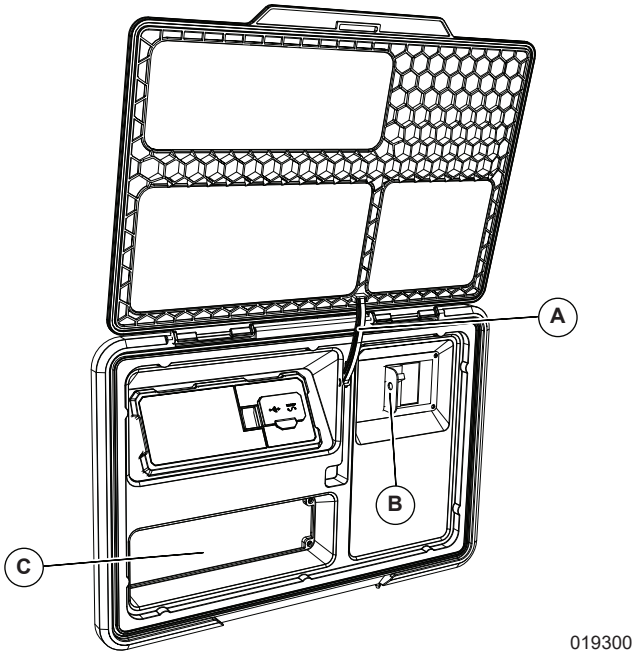

Figure 3-4. Control Panel Cover-Viewing Window
3. See ***Figure 3-4***. To hold viewing window open, rotate prop up and insert into stop in cover (A).